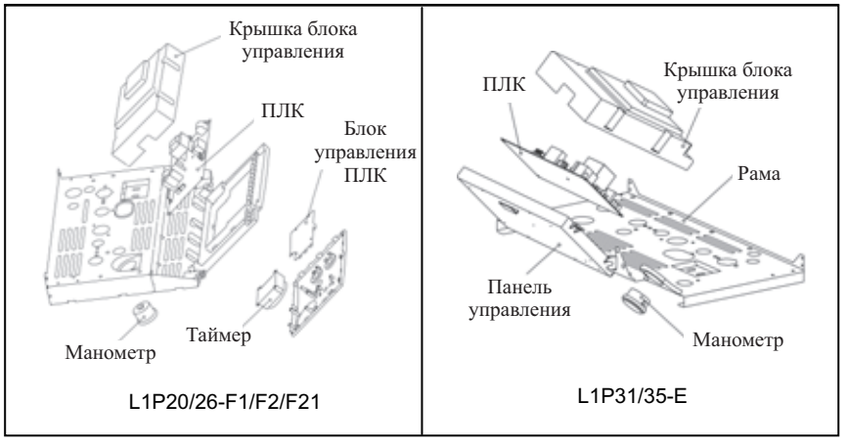

Рисунок 4-18
3. Отвинтите крепежные винты и снимите ПЛК. Замените его на новый (Рисунок 4-18).